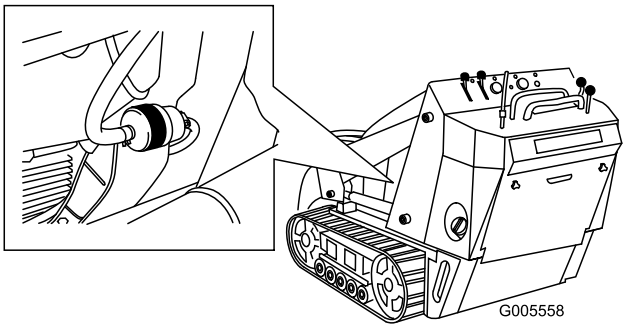

Figur 36
4. Kläm fast bränsleledningarna på båda sidorna av bränslefiltret (Figur 36).
5. Kläm ihop ändarna på slangklämmorna och skjut bort dem från filtret (Figur 36).